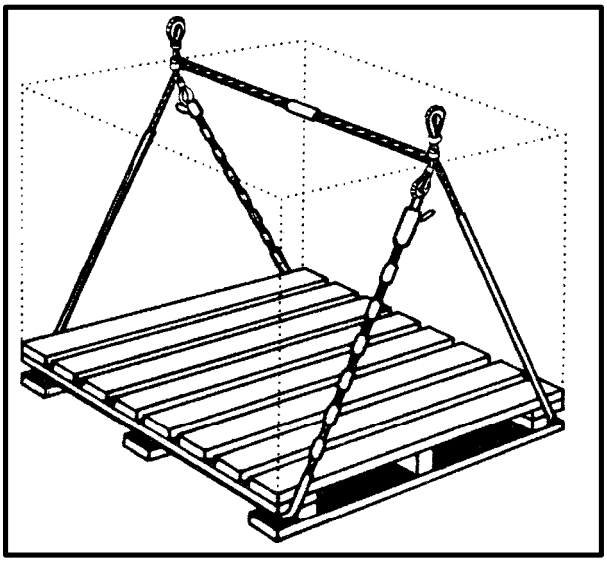

*Figure 9-4. Pallet Sling*
**d. Pallet Sling.** The pallet sling is a two-loop wire rope sling used to lift loaded pallets without using a cargo net (Figure 9-4). Lifting eyes provide the attachment points for the hoisting sling used to carry the load by helicopter. There are four models of this sling; each model accommodates a different size load and a color-coded tube on the cable between the two lifting eyes indicates the sling size (see Table 9-1).